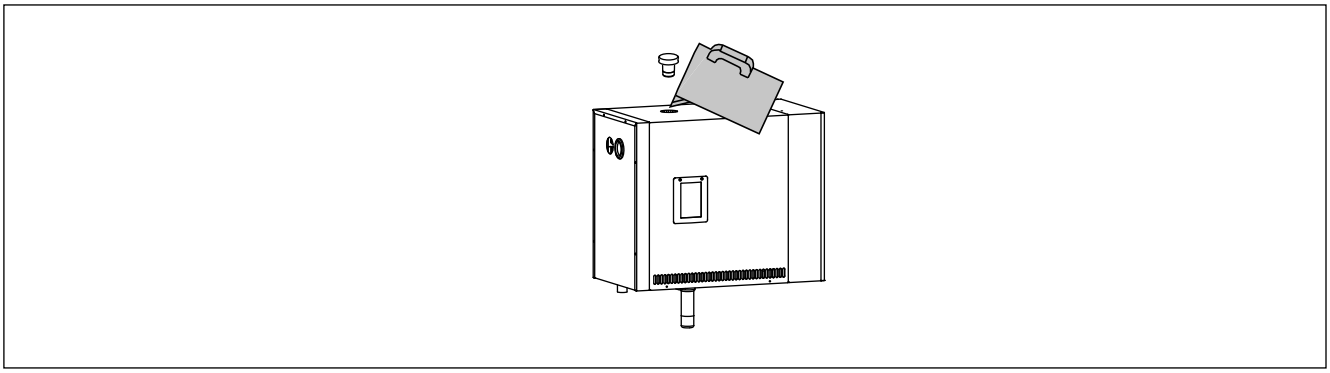

Рисунок 3. Удаление известкового налета
4. Снимите заглушку с верхней части парогенератора (рисунок 3).